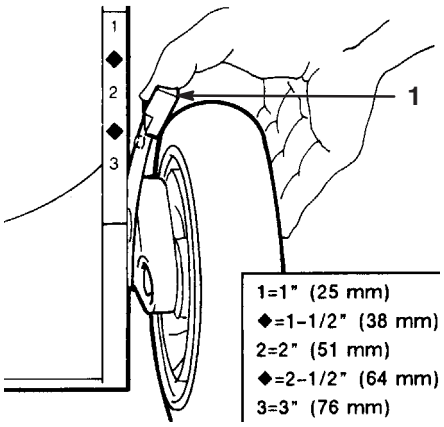

Bild 12
3. Drücken Sie den Schnitthöheneinstellhebel in Richtung des Rades und bewegen ihn in die gewünschte Stellung (Bild 12).